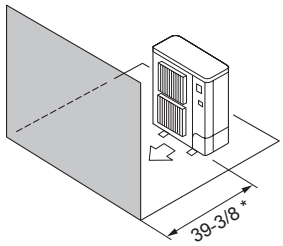

Fig. 2-8
④ Obstacles à l'avant (Fig. 2-8)